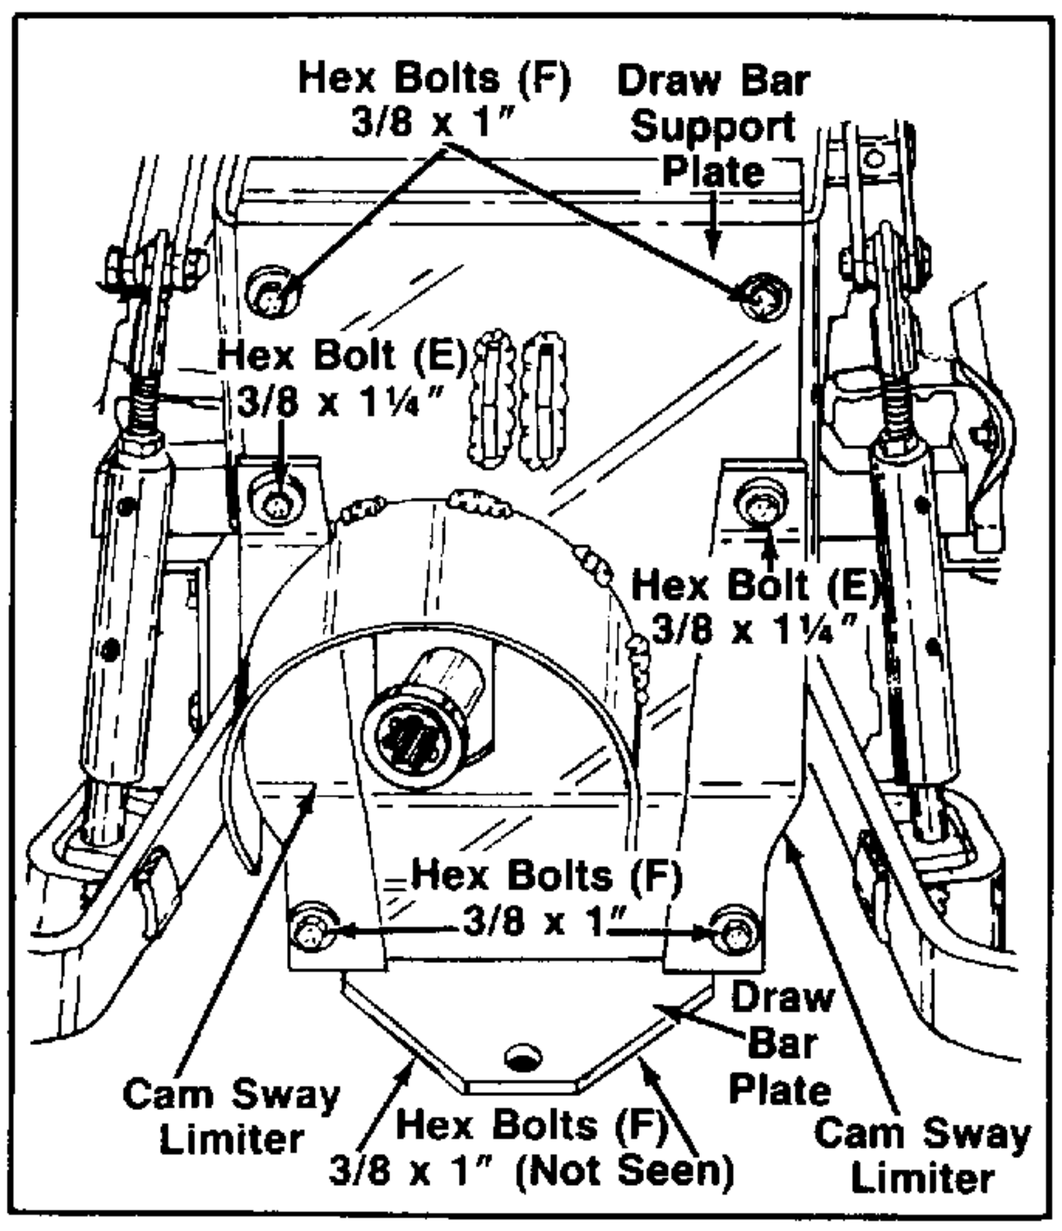

FIGURE 36.
45. Assemble the draw bar support plate to the rockshaft support plates, with two hex bolts (F) 3/8" x 1" long and lock washers (P). Use top hole only. See figure 36.
46. Place the cam sway limiters in position as shown in figure 36. Secure the top holes with 3/8" x 1¼" bolts (E) and the bottom holes with 3/8" x 1" bolts (F). See figure 36.
47. Secure the draw bar support plate to the draw bar plate, with two hex bolts (F) (3/8" x 1" lg.) under draw bar. See figure 36.